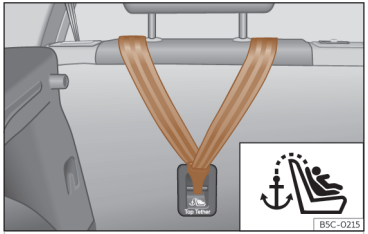
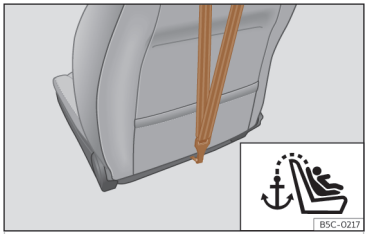

Fig. 46 Parte posterior de los asientos traseros: anclaje para el cinturón Top Tether.
Fig. 47 Parte posterior del respaldo del asiento del acompañante: anclaje para el cinturón Top Tether.
- Deslice la correa y fíjela correctamente con el anclaje de la parte posterior del respaldo >>> fig. 46 , >>> fig. 47.